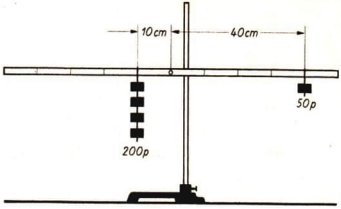

Abb. 129. Zweiseitiger Hebel
b) Der ungleicharmige Hebel. Wir ändern die Versuchsanordnung, indem wir den einen Arm unseres Hebelmodells in einer Entfernung von 10 cm von der Achse mit 200 p belasten und diese Kraft während des Versuchs unverändert lassen. An den anderen Hebelarm lassen wir als Gegengewicht zunächst ebenfalls 200 p, dann 150 p, 100 p, 50 p einwirken. Wir verschieben die Fadenschlingen, an denen die Gewichtsstücke hängen, jeweils so, daß der Hebel wieder in jeder Lage im Gleichgewicht ist. Die Kraftarme werden jedesmal gemessen. Abb. 129 gibt das letzte der angeführten Beispiele wieder.